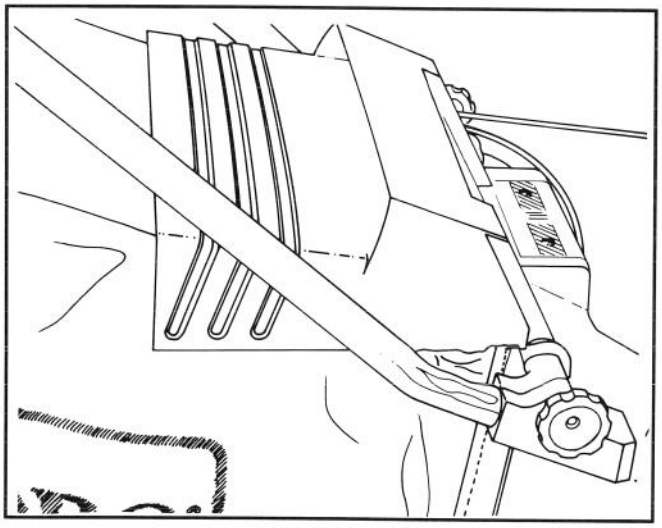

**Afbeelding 6**
**2.** Laat de kokerdeur op zak rusten (Afb. 6).